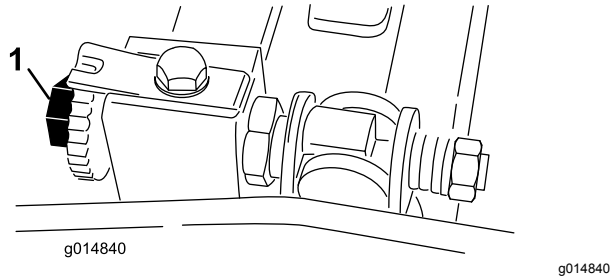

Rysunek 52
3. Obróć wirnik, aby ostrze przechodziło między łbami pierwszej i drugiej śruby noża dolnego po prawej stronie zespołu tnącego (Rysunek 52).
6. Obracaj prawą śrubę regulacyjną listwy noża dolnego do momentu, aż poczujesz lekki opór (tj. ściąganie) na podkładce poprzez przesuwanie jej z jednej strony na drugą (Rysunek 52).